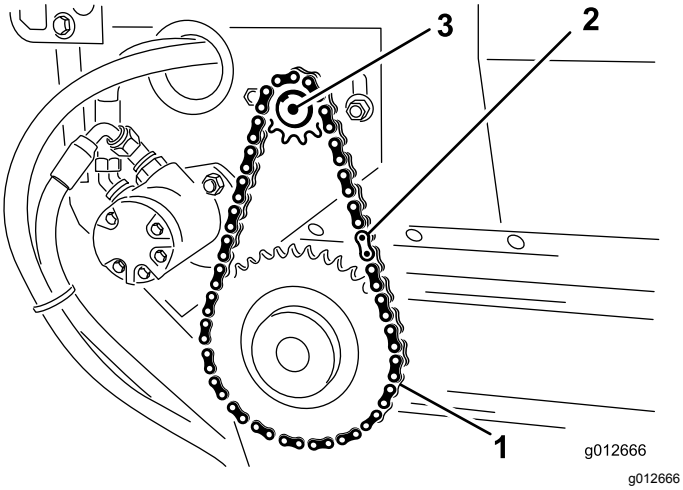

Figuur 24
2. Verwijder de sluitschakel uit de ketting en haal de ketting van het kleine tandwiel (Figuur 24).